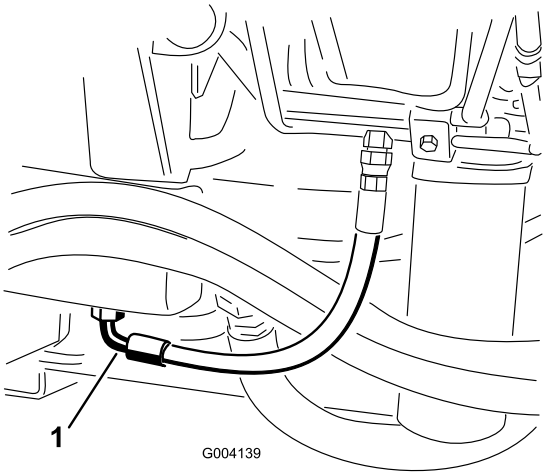

**Figuur 68**
2. Plaats een grote opvangbak onder de fitting aan de onderzijde van het hydraulische reservoir (Figuur 68).